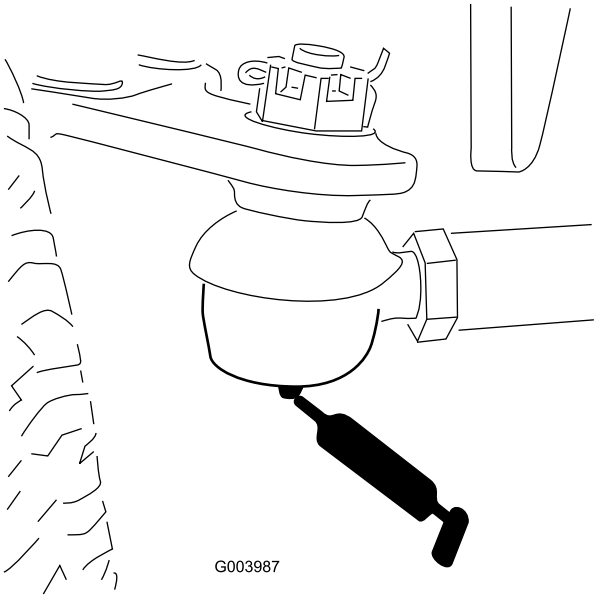

Figura 48
- Tirante del eje trasero (2) (Figura 48)